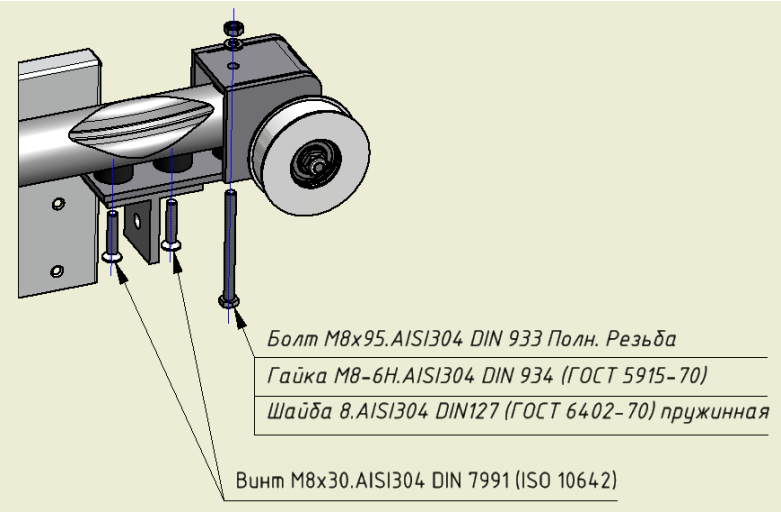

Рис.4
2.7. Установить ведомую станцию и уголок крепления верхнего упора-ограничителя на верхнюю направляющую (Рис.4) при помощи указанного крепежа.